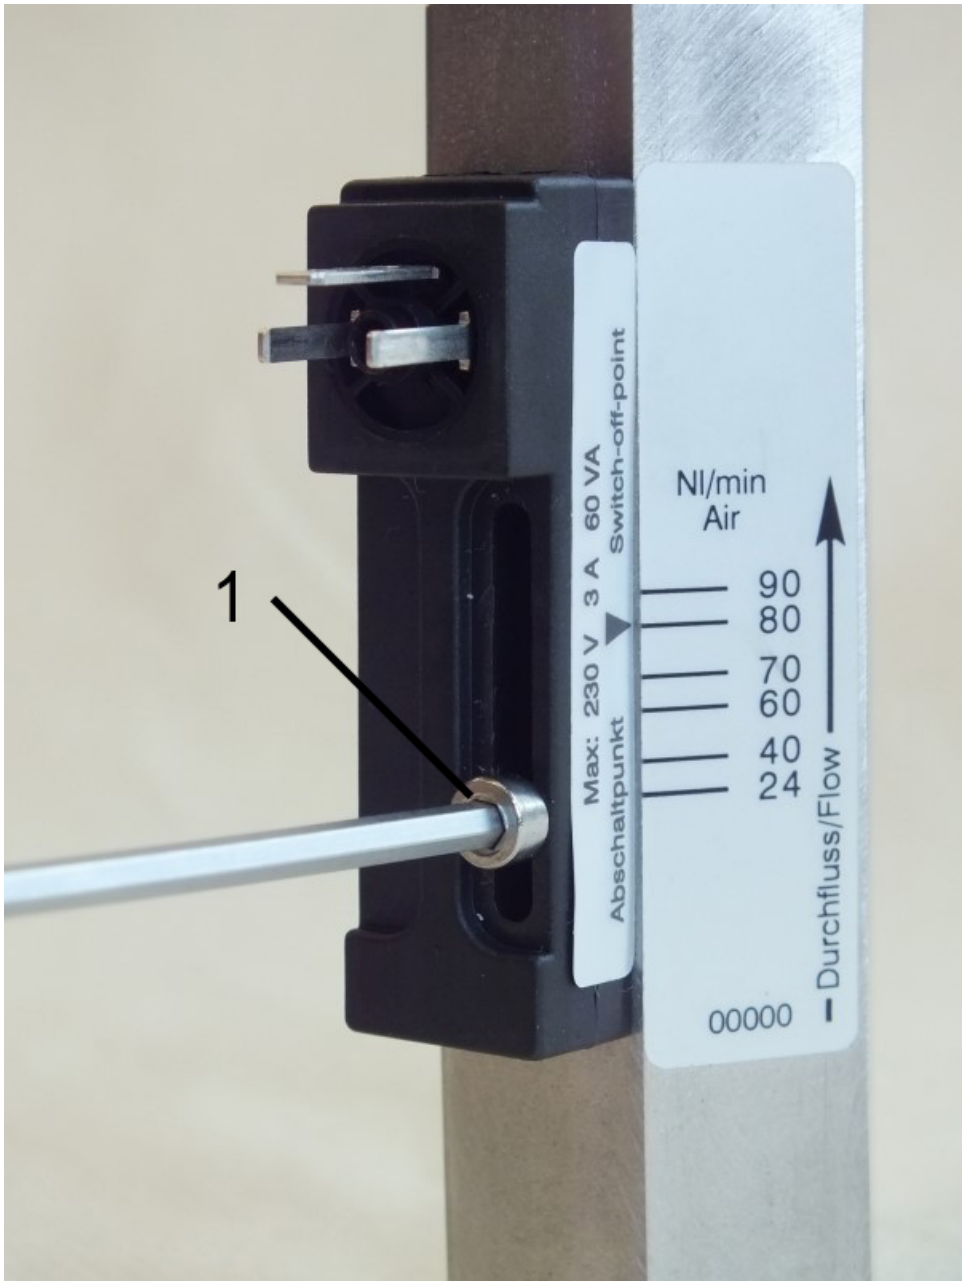

Fig. 33: Loosen the set screw
1. Loosen the set screw of the switch contact (*Fig. 33*/1)using a Hex-screwdriver.
3. Re-tighten the set screw of the switch contact (*Fig. 33*/1) using a Hex-Screwdriver. When doing so, observe the correct tightening torque of the screw.